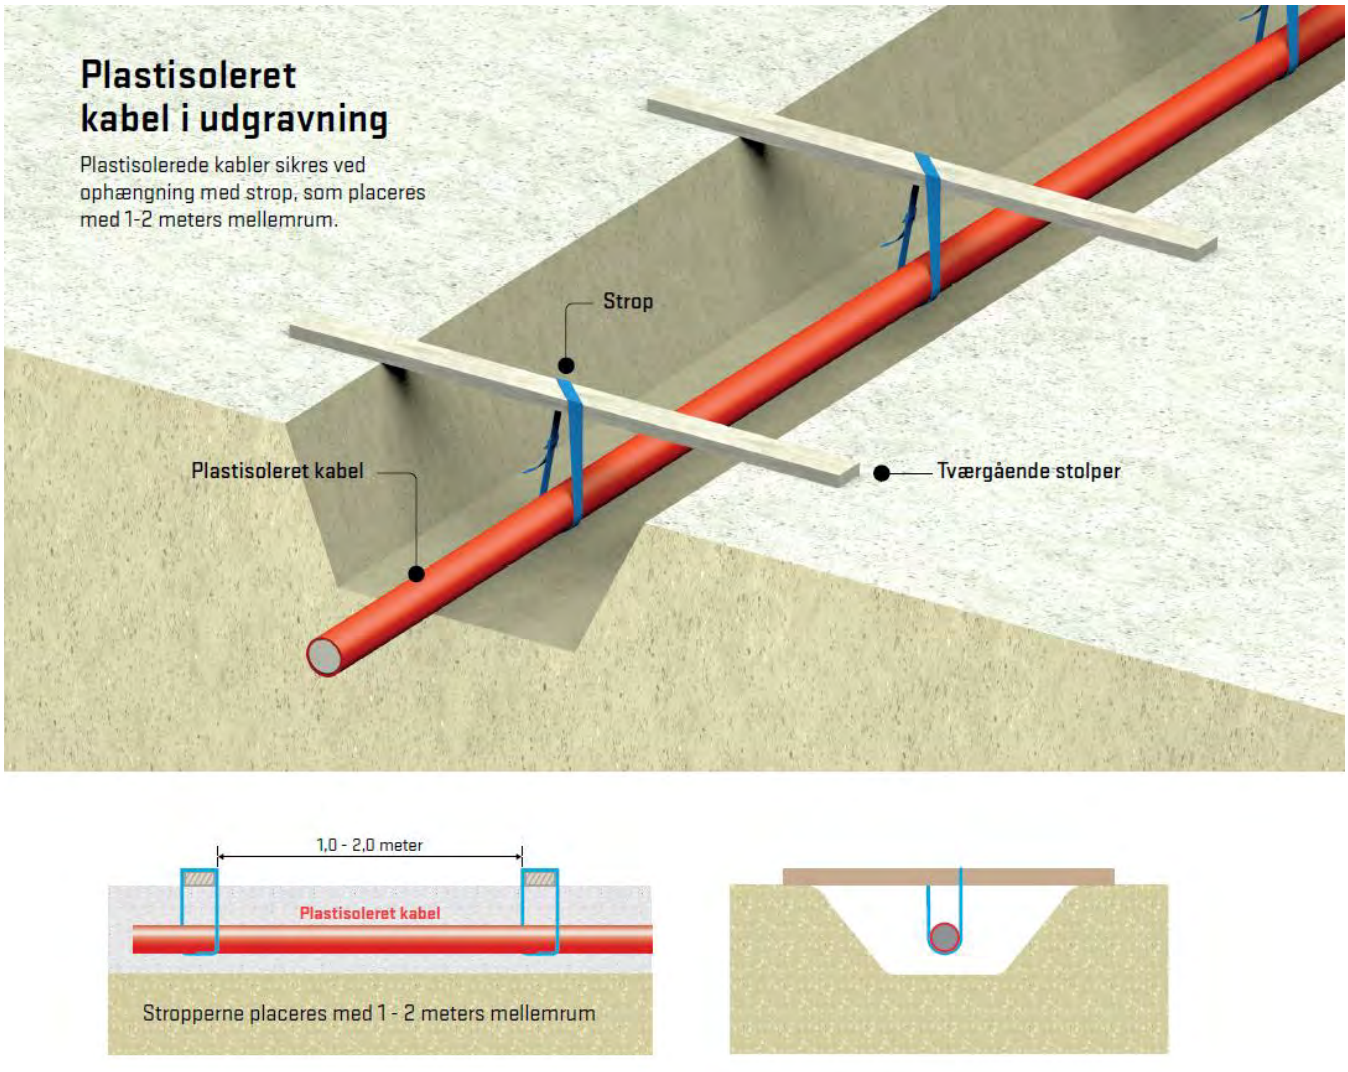

Figur 2 Eks. på ophæng af plastisolerede kabel i udgravning. Som udgangspunkt er plastisolerede kabel rød, men tidligere årgange kan have en anden farve.
- Plastisolerede kabler sikres ved ophængning med stropper, som placeres med 1-2 meters mellemrum (figur 2).